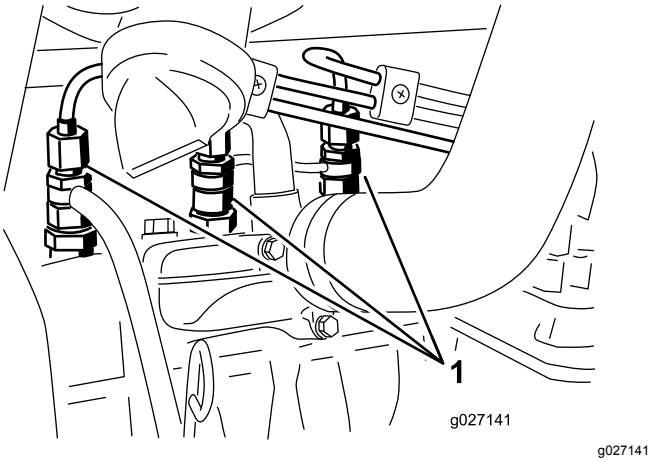

Figur 56
1. Løsne rørforbindelsen til injektormunnstykke nr. 1 og holderen ved innsprøytingspumpen (Figur 56).